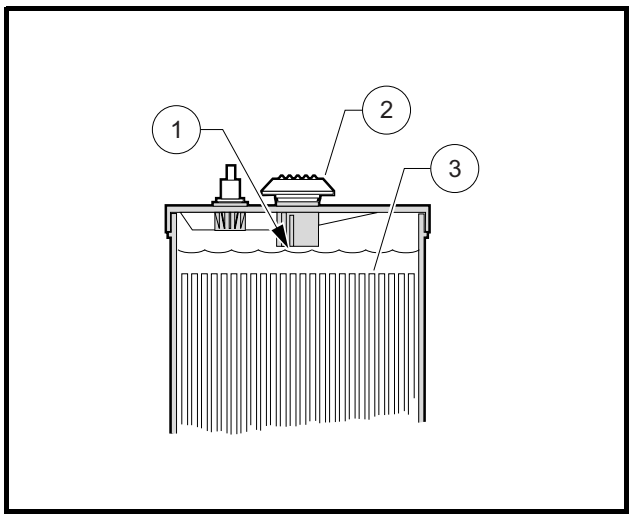

Figure 20 Electric Battery Electrolyte Level
2. The electrolyte level in the batteries should be checked weekly **(Figure 20)**. Add water only after charging unless the electrolyte level is below the top of the plates. In this case, add just enough water to cover the plates, charge and then check the level again. Never charge batteries if plates are exposed above electrolyte level. For best battery life, add only distilled water. **See following CAUTION and NOTE.**